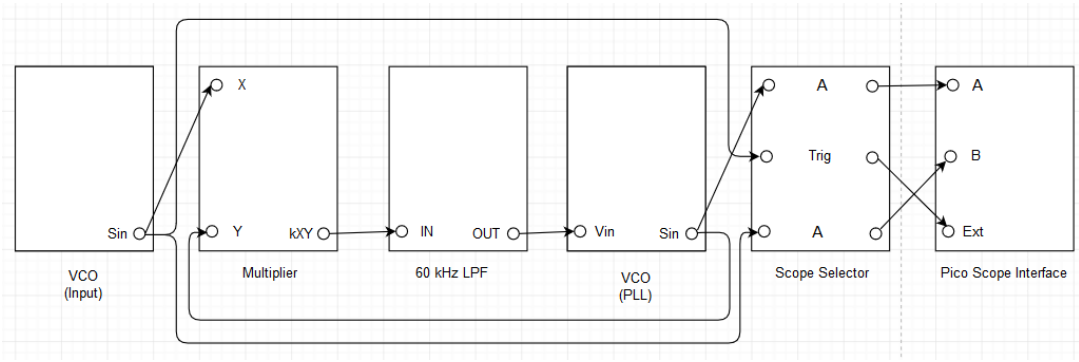

**Figure A.5.3: Setup for PLL.**
v. Make the PLL setup as shown in Figure A.5.3.